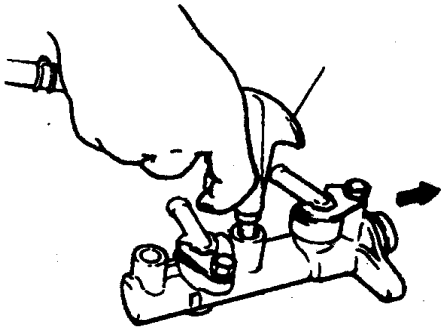

Fig.3.7-11
1) As is indicated in Fig.3.7-11, take the spring out, blow the first piston by using compressed air. Prevent the first piston from bouncing bout during disassembly.